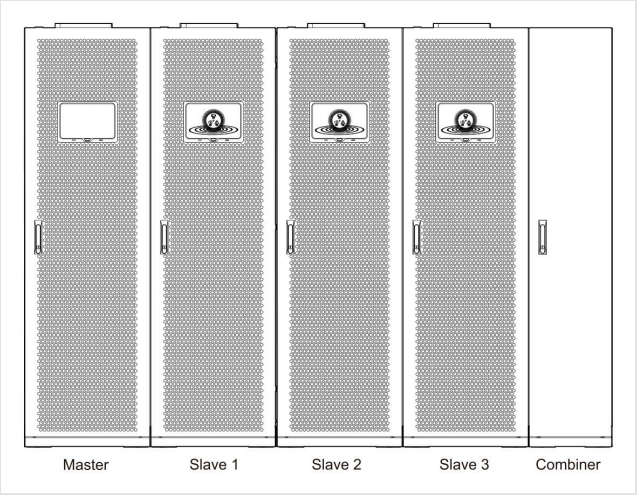

FIGURE 3-21 Layout — master, slaves 1 to 3, combiner
1. Place and anchor each cabinet as in steps 1 to 4 of Section 3.7, in the planned layout (Figure 3-21). Align the fronts and the rears of all cabinets before you tighten.